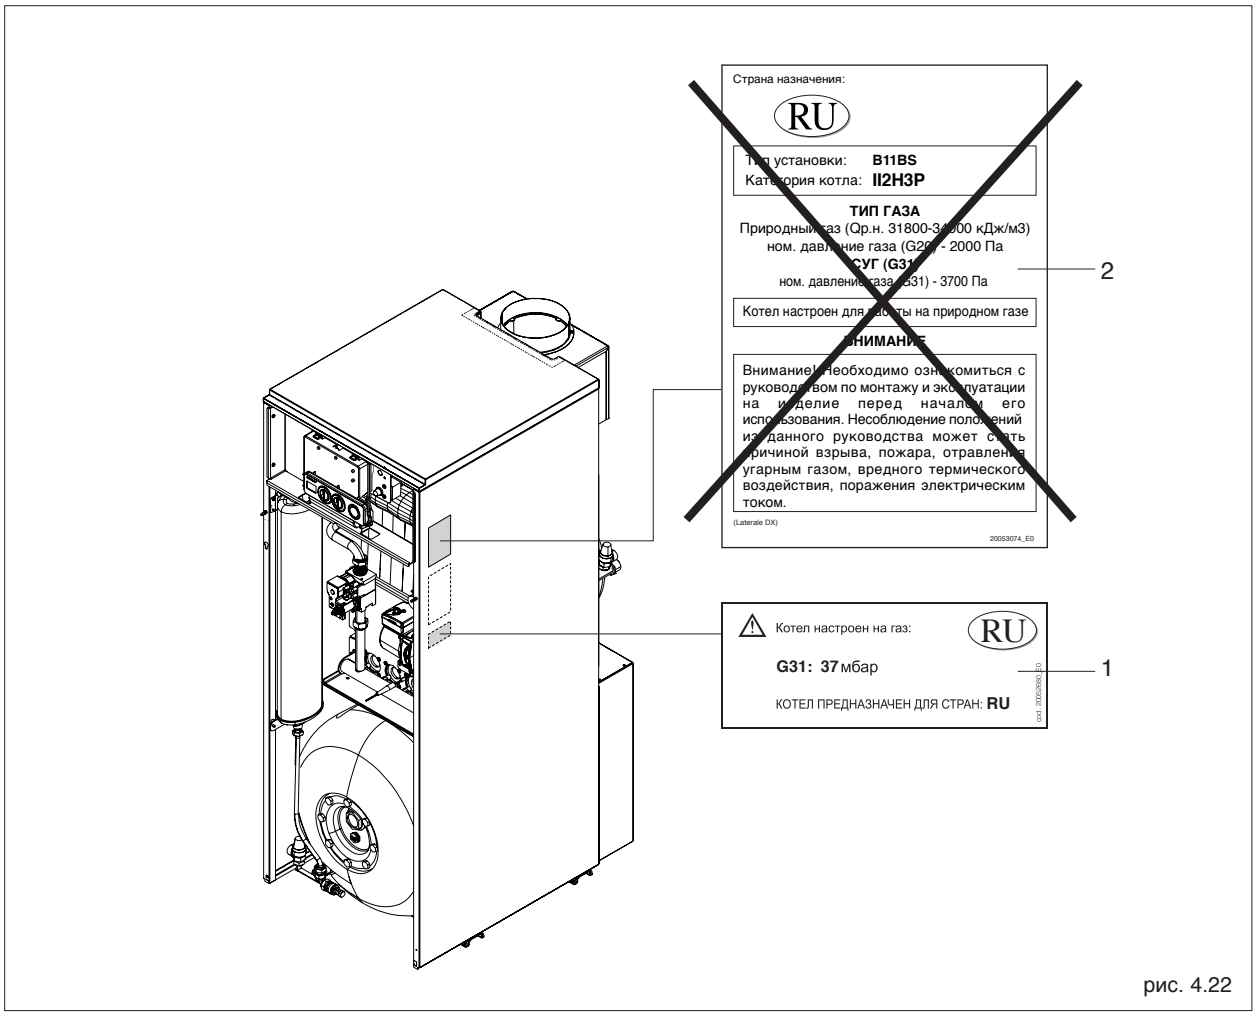

рис. 4.22
- Наклейте этикетку с указанием типа газа G31, идущую в комплекте с форсунками, на внутреннюю поверхность облицовки (1, рис. 4.22)
- Удалите этикетку с указанием старого типа газа (2, рис. 4.22).